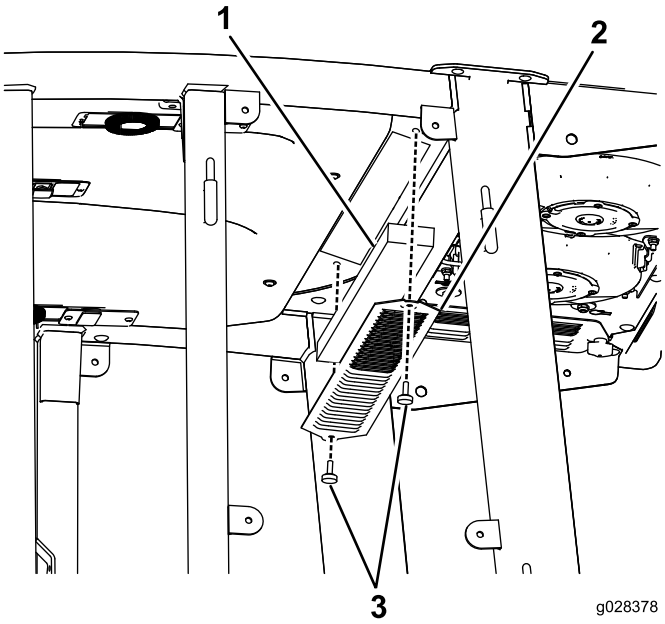

Figur 85
1. Ta bort de skruvar och galler som sitter över luftfiltren i hytten och bakom hytten (Figur 85).